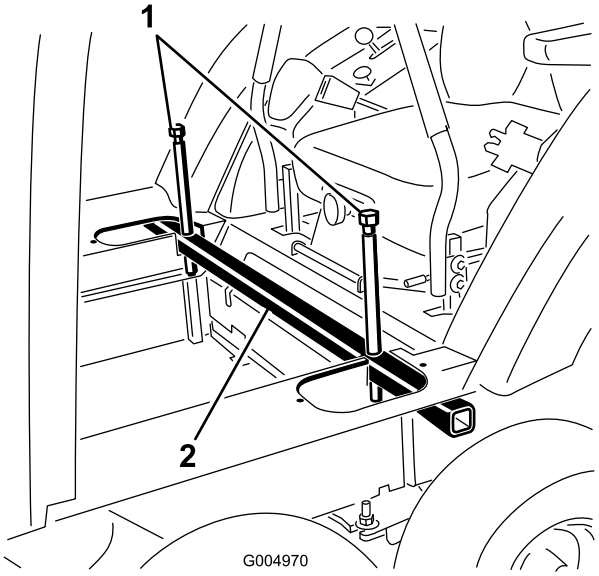

Figur 116
39. Løsn donkraftboltene, og fjern førerhusets donkraftrør fra udskæringerne i førerhusets gulv (Figur 116).